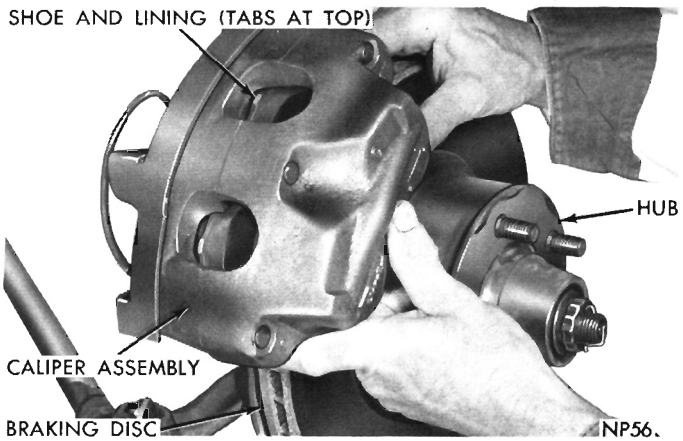

Fig. 5—Removing or Installing Caliper Assembly
(4) Remove caliper from disc by slowly sliding caliper assembly up and away from braking disc (Fig. 5).